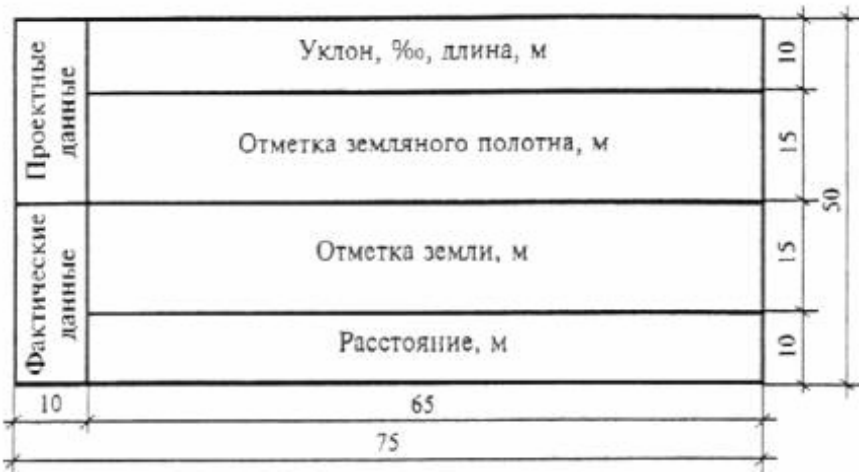

Рис. 9. Таблица-сетка поперечного профиля
26. Справа от продольного профиля построить поперечный профиль. При его построении вертикальный и горизонтальный масштабы принять равными 1:500. Оцифровать вертикальную линию отметок. Таблица-сетка для поперечного профиля приведена на рис. 9. В контрольной работе для поперечника допускается подготовить и заполнить только две графы: черных отметок и расстояний.